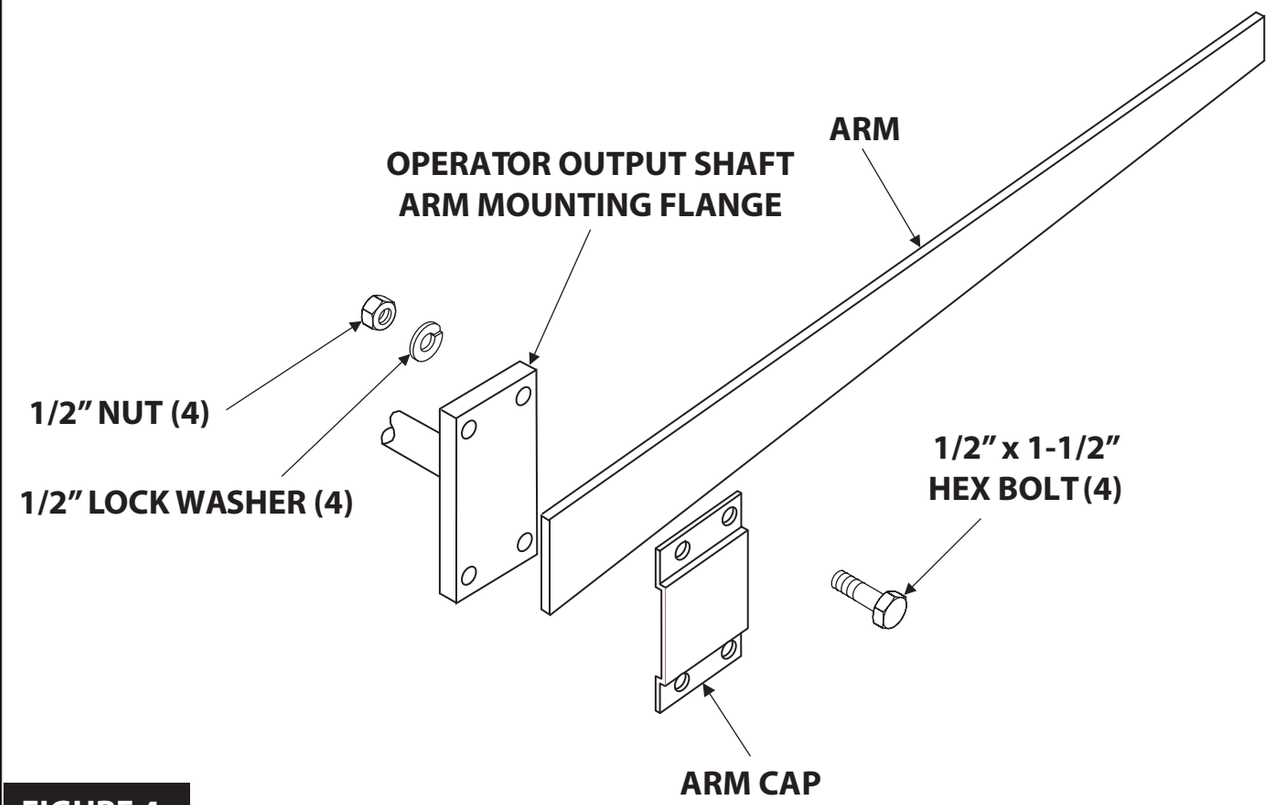

FIGURE 4
1. Install arm cap using four (4) 1/2 x 1-1/2" long hex bolts, lock washers and nuts as shown in **Figure 4** below. Do not tighten until told to do so.